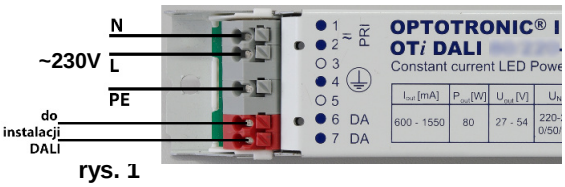

rys. 1
- po upewnieniu się, że instalacja elektr. jest odłączona od sieci podłączyć zasilacz oprawy do przewodów zasilania i instalacji Dali – **rys. 1**,